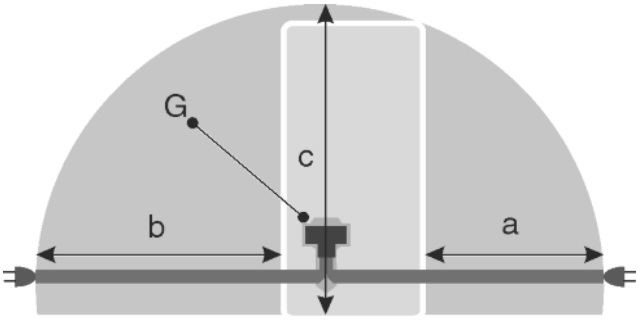

*Fig. 43*
- The socket is outside the back of the appliance area in the specified area *Fig. 43 (a, b, c)*.
▶ Insert the appliance plug *Fig. 43 (G)* into the back of the appliance. Ensure that it clicks into place.